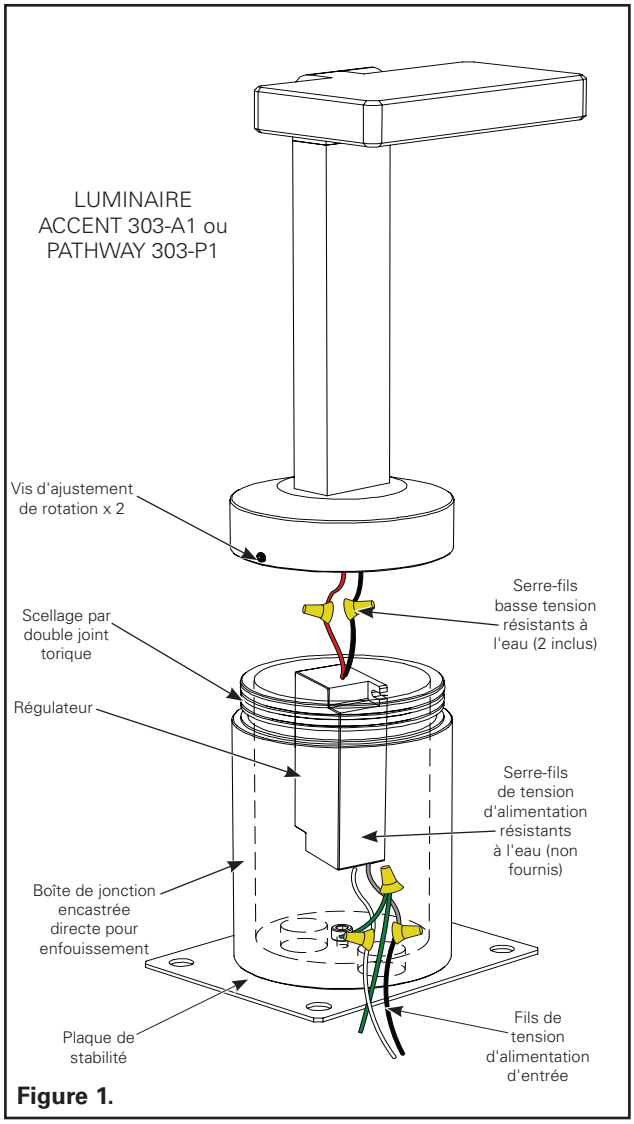

Figure 1.
1. Déballez le luminaire EON Accent ou Pathway et vérifiez la présence de toutes les pièces. Les articles suivants sont nécessaires, mais ne se trouvent pas dans l'emballage : connecteurs de fils résistants à l'eau, clé hexagonale 3,57 mm (9/64 po) et 1,98 cm (5/64 po). Voir Figure 1.
1. En vous référant à la figure 1, enlevez le luminaire de la boîte de jonction directe en retirant les deux vis d'ajustement de rotation. *NE PERDEZ PAS LES VIS D'AJUSTEMENT.*
5. Orientez le luminaire et verrouillez-le en place à l'aide des deux (2) vis d'ajustement de rotation.
6. Remplissez les espaces restants entre la boîte de jonction et le bord du trou avec du gravier. Le luminaire doit être installé avec un minimum de 8 cm (3 po) de gravillon ou d'un autre type de base d'évacuation équivalent. Voir Figure 1.